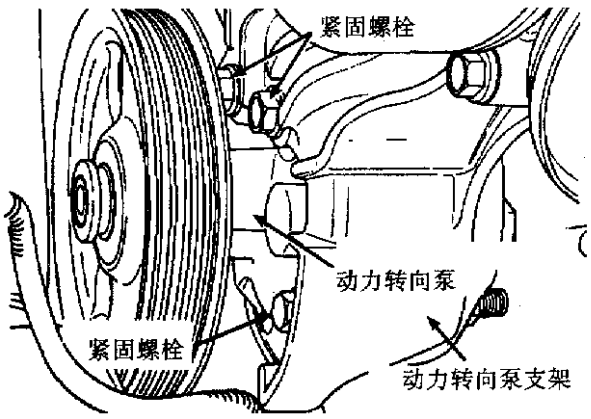

图9-13　动力转向泵安装螺栓
⑬拆下将动力转向泵固定到发电机/动力转向泵和皮带紧张轮安装支架上的3个螺栓(图9-13)。